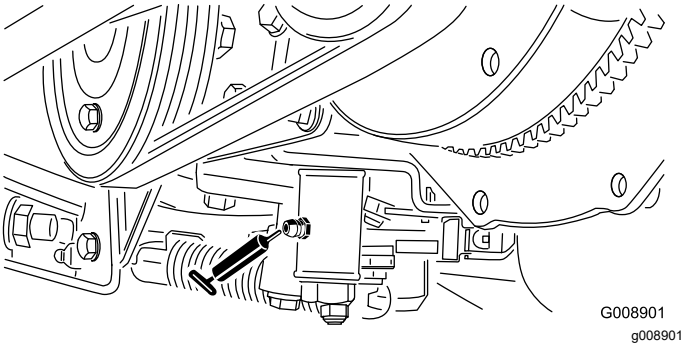

**Figur 49**
- Neutraljusteringsmekanismen (Figur 49)